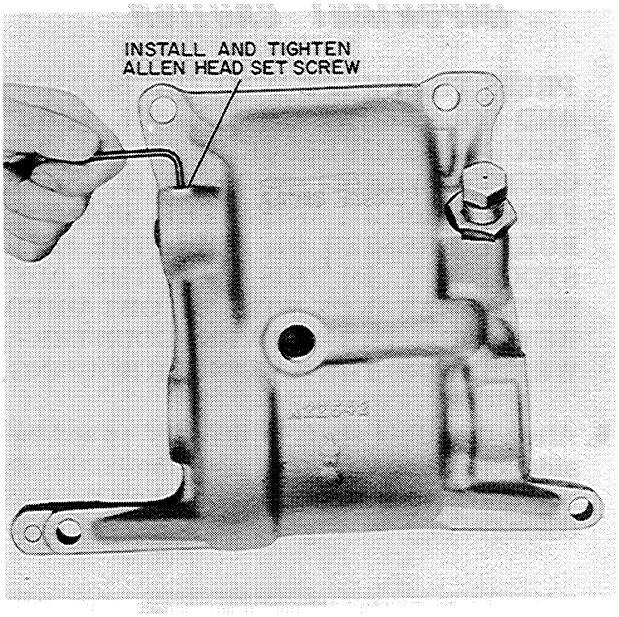

Figure MM-29
7. The idler shaft must be tightened securely to the balancer housing with the Allen Head set screw to prevent the shaft from shifting inside the housing, Figure MM-29.